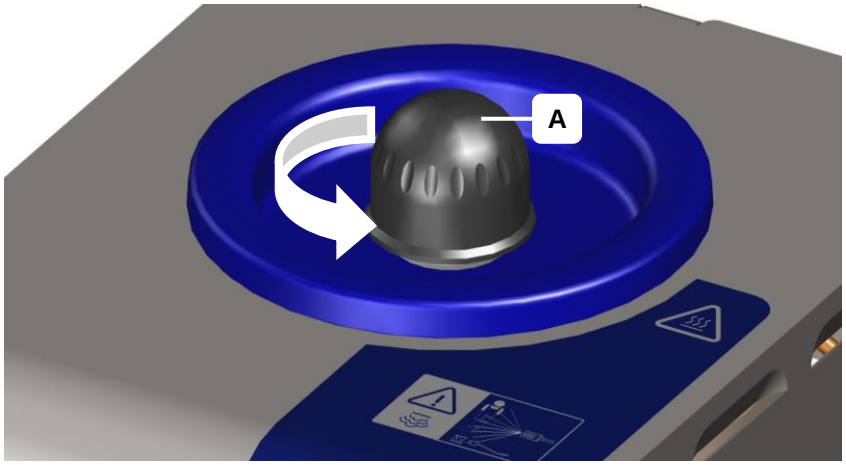

Afbeelding 6.2.1: Drukvat openen / sluiten
2. Open langzaam het schroefdeksel van het drukvat (afbeelding 6.2.1 Apparaat vullen).